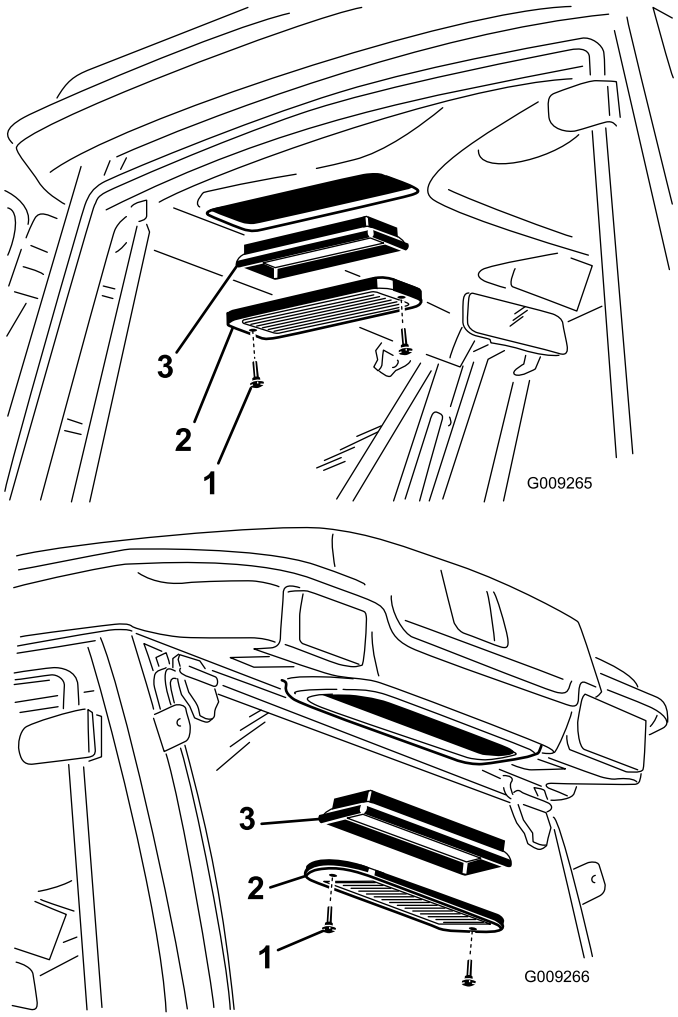

Figur 72
1. Ta bort de vingskruvar och galler som sitter över luftfiltren i hytten och bakom hytten (Figur 72).